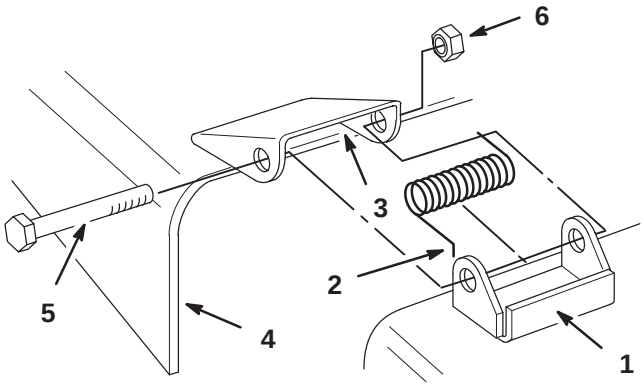

Figure 4
7. Mettre les ressorts en place dans les supports de montage du déflecteur sur le plateau de coupe, en accrochant le bout recourbé du ressort sur le dos du support (Fig. 4).
8. Aligner les trous des pattes du déflecteur d'herbe et des supports, et glisser le bout droit droite des ressorts dans l'espace compris entre les pattes et le déflecteur (Fig. 4).
9. Fixer le déflecteur aux supports à l'aide de boulons de 89 mm (3/8–3-1/2) passés à travers les pattes du déflecteur, les ressorts et les supports, et d'écrous de 3/8" (Fig. 4).